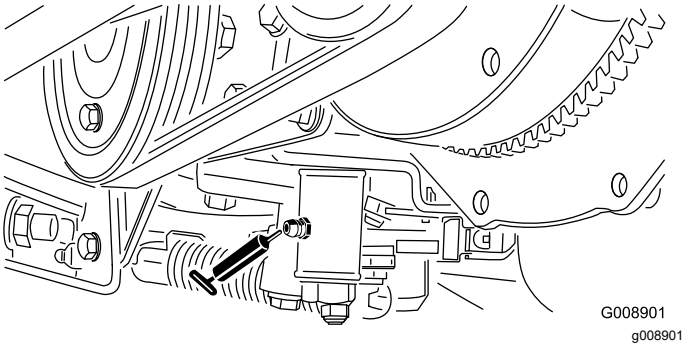

Rysunek 67
2. Unieś tył maszyny, podstawiając podnośnik pod silnik tylnego koła. (Rysunek 67).
- Mechanizm regulacji pozycji neutralnej (Rysunek 67)